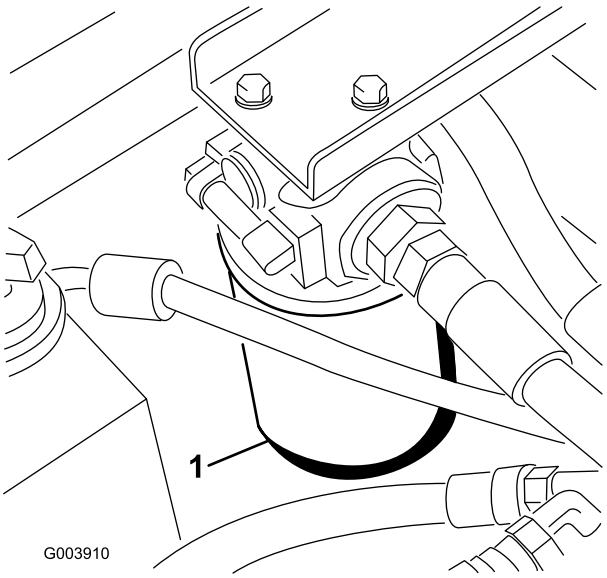

**Figuur 72**
2. Reinig de omgeving van de plaats waar het filter wordt gemonteerd (Figuur 72) en plaats een opvangbak onder het filter.